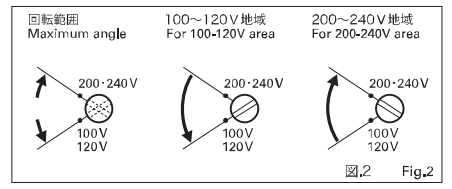

図.2　Fig.2
- 電圧切換スイッチの回転範囲は(図.2)に示す通りです。必要以上に回転させないでください。
- The range of operation for the voltage selector switch is shown in Fig. 2. Do not turn the switch more than necessary.